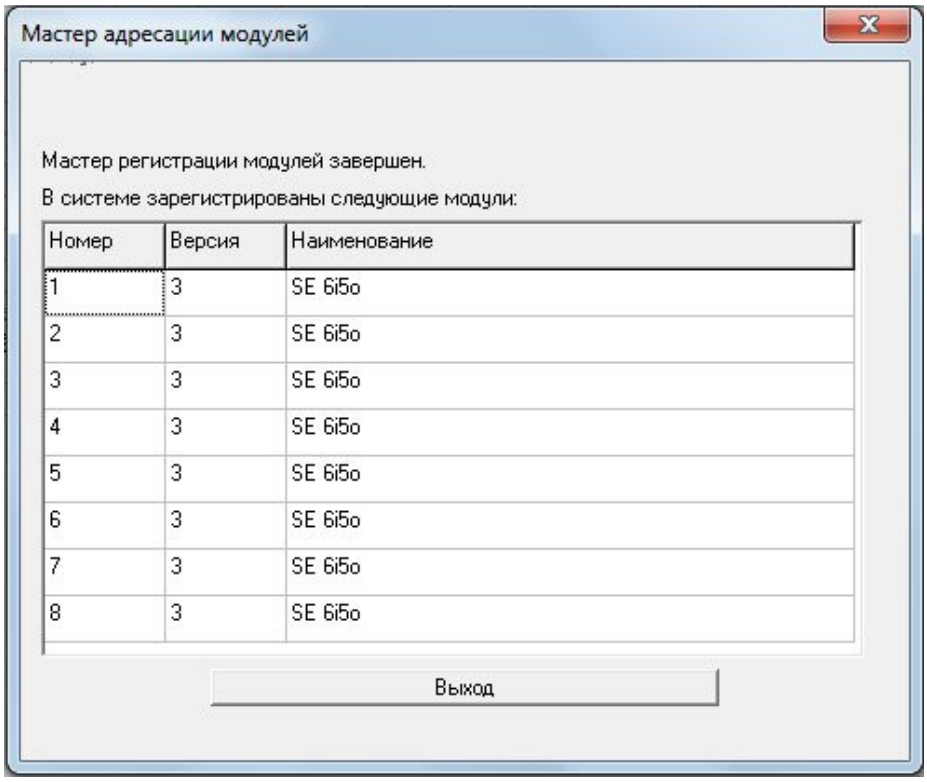

Рис.5
4. После адресации всех модулей нажать кнопку «Завершить мастер адресации модулей». Программа выдаст информацию по всем адресованным модулям системы с которыми сможет работать контроллер AlphaSE. *(см. Рис. 5)*